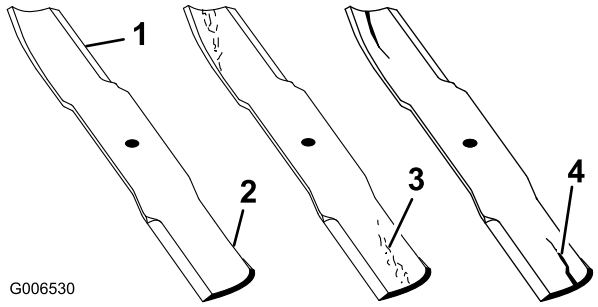

Figur 78
1. Inspiser knivkantene (Figur 78). Hvis kniven er sløv eller hvis det er hakk i den, må den tas av og knivene slipes. Se Slipe knivene.
2. Inspiser knivene, spesielt der de bøyer seg. Hvis du finner sprekker, slitasje eller ser at det begynner å dannes spor i denne delen av kniven, må den skiftes ut øyeblikkelig (Figur 78).